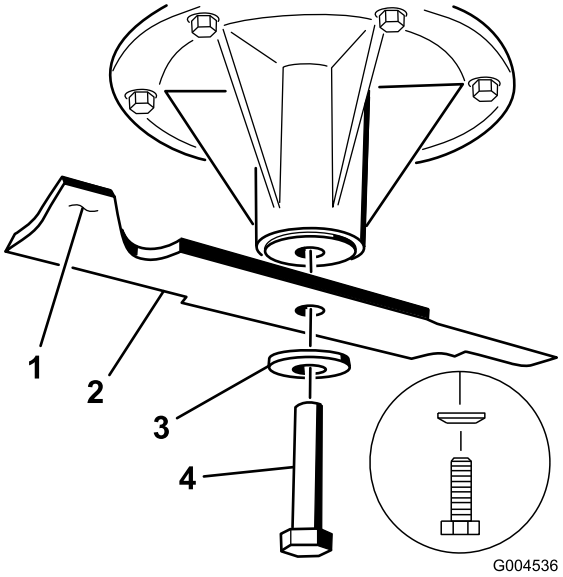

Figuur 83
1. Monteer het mes op de as (Figuur 83).
2. Monteer de veerschijf en de mesbout. De conus van de veerschijf moet worden gemonteerd op de boutkop (Figuur 83). Draai de mesbout vast met een torsie van 115–149 Nm.